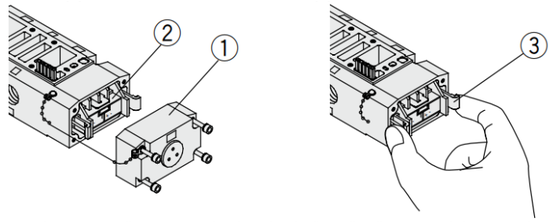

Figura 14. Collegamento elettrico plug-in (box di collegamento) (VFR5000)
- Il cablaggio dell'assieme box morsettiera è illustrato nella Figura 14. Collegarlo a ciascun lato dell'alimentazione.